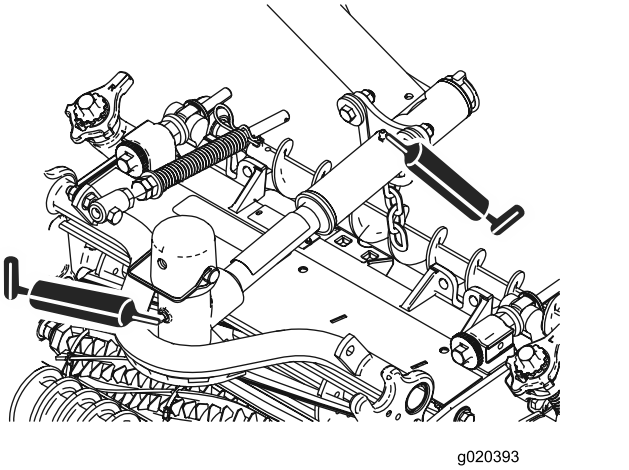

Figur 48
- Klippeenhedens drejetapper (2 hver). Se Figur 48.